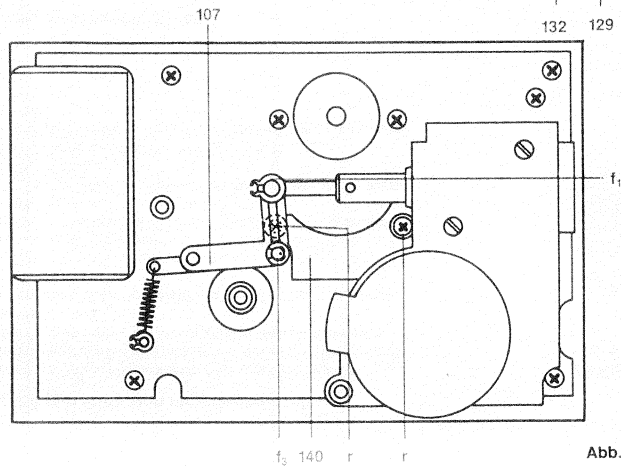

Abb. 17
24. Impulsgeberplatte ausbauen (Abb. 17)